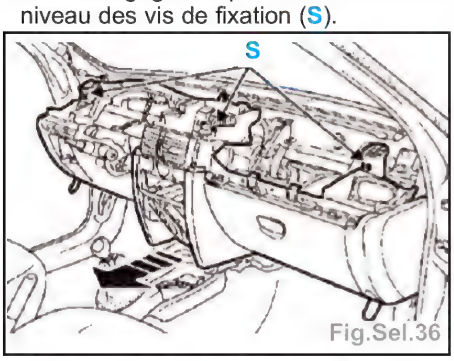

Fig.Sel.36
• les 2 vis inf. (R),
• les 3 vis de fixation sup. de planche de bord (S) (Fig.Sel.36).
- Soulever légèrement la planche de bord afin de dégager les pions de maintien au niveau des vis de fixation (S).